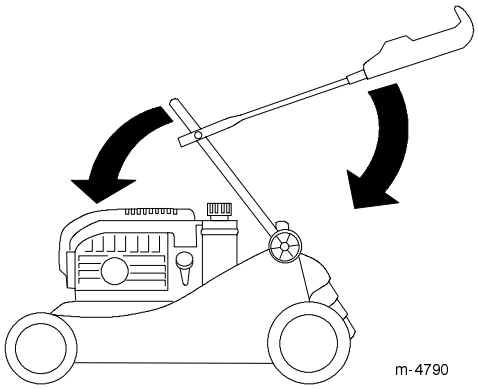

Bild 30
3. Kippen Sie das Griffunterteil vorsichtig nach vorne, bis es den Motor berührt (Bild 30).
4. Kippen Sie das Griffoberteil vorsichtig nach hinten, bis es flach liegt (Bild 30).